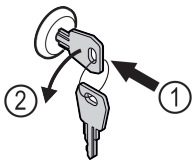

*Fig. 183*
▶ Introduceți cheia prin apăsare. *Fig. 183 (1)*
▶ Rotiți cheia cu 90° în sens invers acelor de ceasornic. *Fig. 183 (2)*